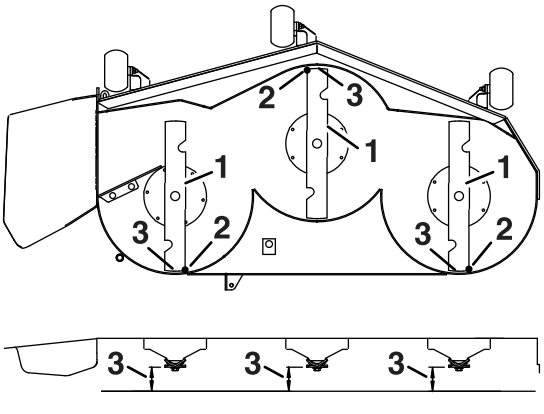

Rysunek 72
4. Ostrożnie przekręć ostrza tak, aby były ustawione w osi podłużnej kosiarki (Rysunek 72).
5. Zmierz odległość od przedniej końcówki ostrza do płaskiej powierzchni oraz od tylnej końcówki ostrza do płaskiej powierzchni (Rysunek 72).